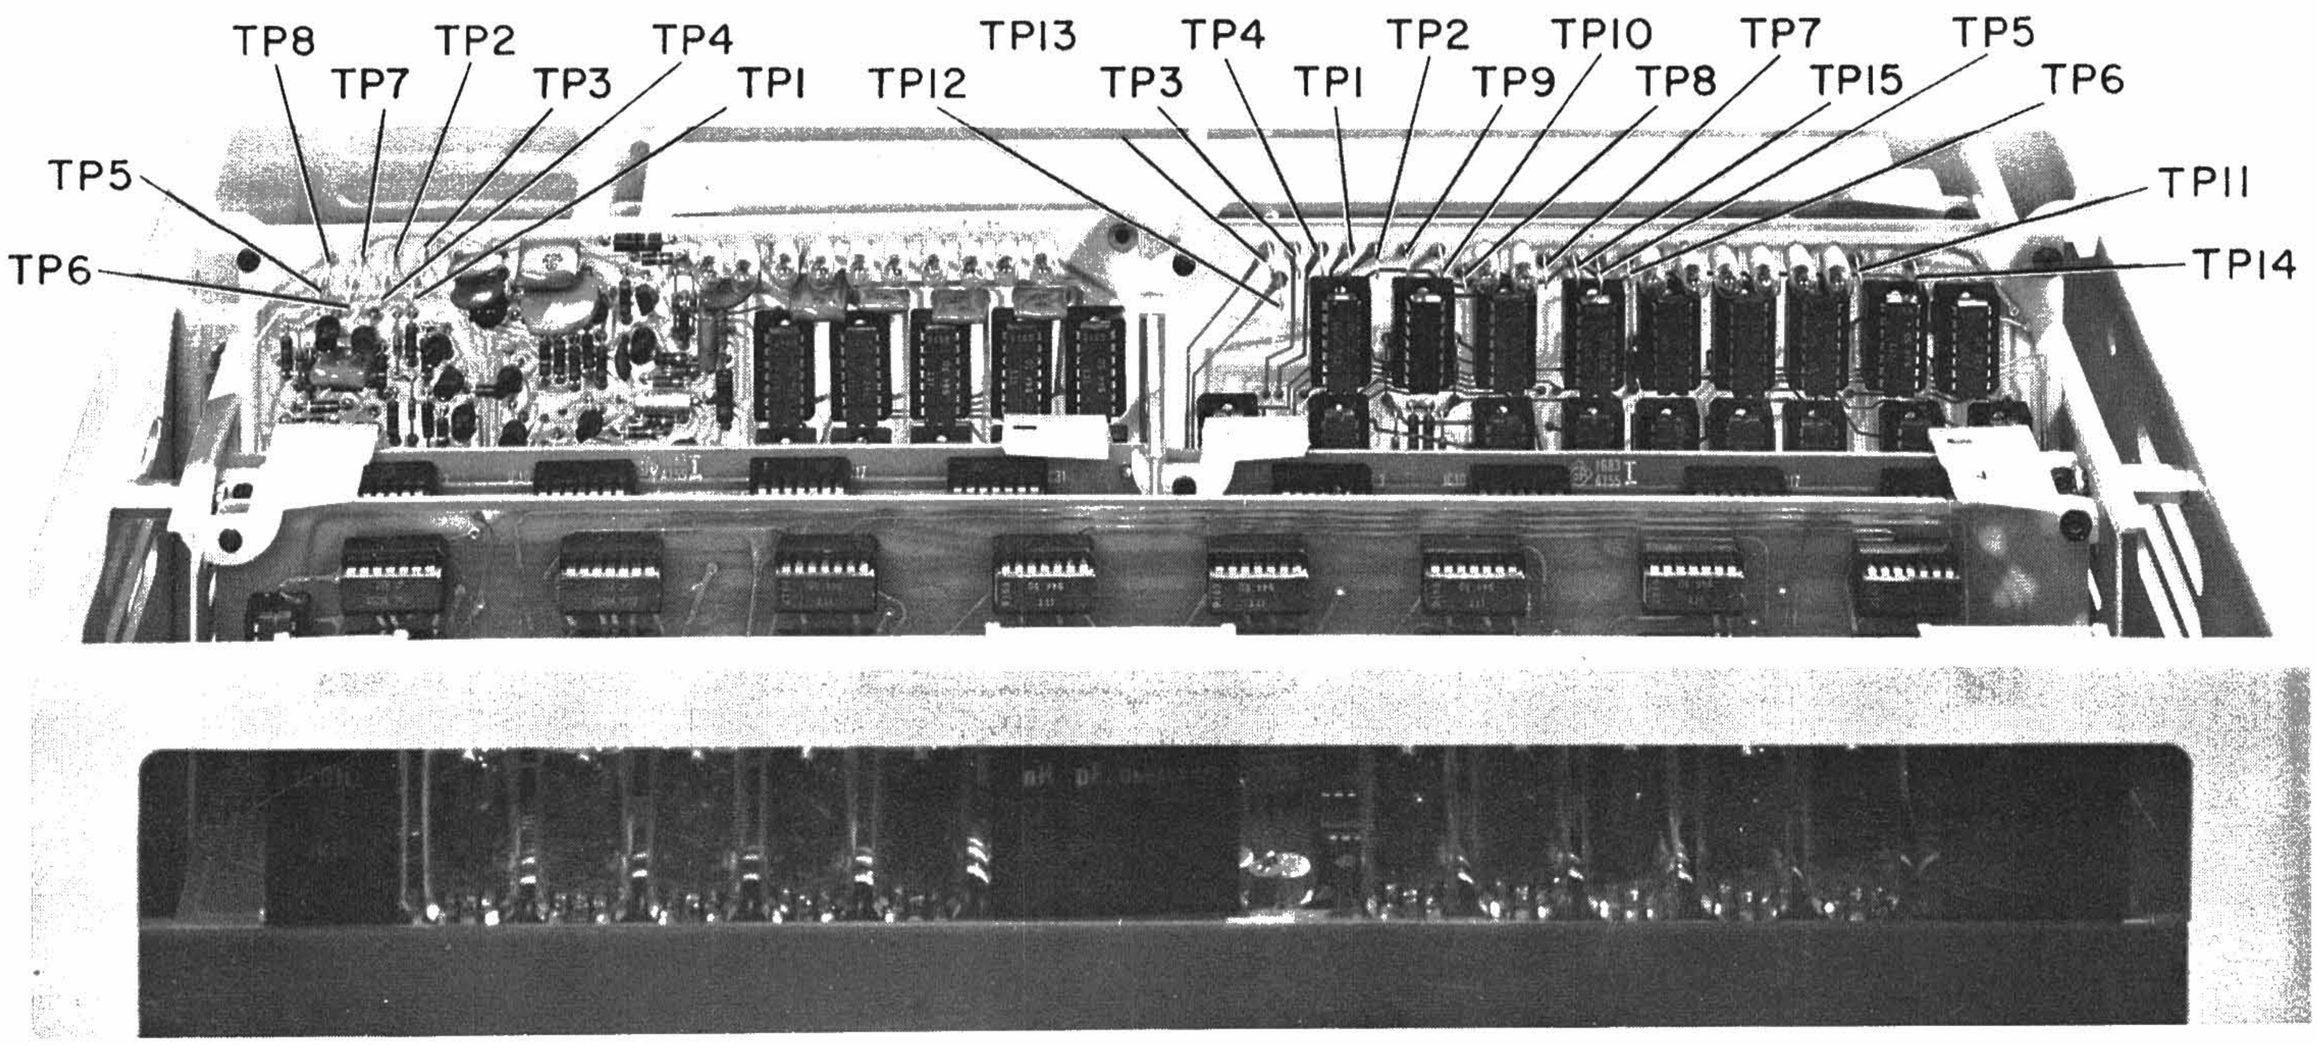

Figure 5-6. P- and E-board lamps and test points.
The program (P) and range (E) boards have indicator lamps mounted on the top of the boards for indicating the status of circuits in the instrument; e.g., the range in the automatic ranging mode, ranging upwards or downwards; counters counting forward or reverse; counter clock gates (main gates) enabled, anticipator function rising, decaying, stopping; and the state of the program board direction control flip-flops. Figure 5-6 shows the boards and identifies the lamps and their function.